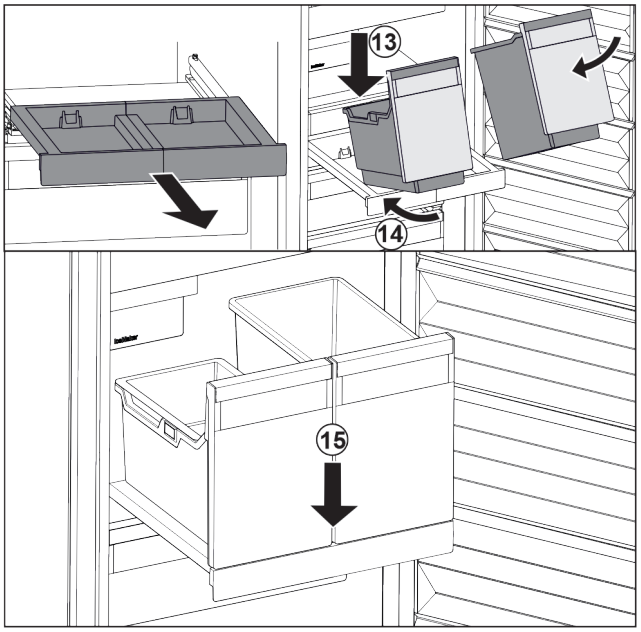

Fig. 145
▶ Așezați recipientele oblic pe raftul extractibil. *Fig. 145 (13)*
▶ Inserați recipientul oblic spre partea posterioară. *Fig. 145 (14)*
▶ Depuneți recipientul în față. *Fig. 145 (15)*